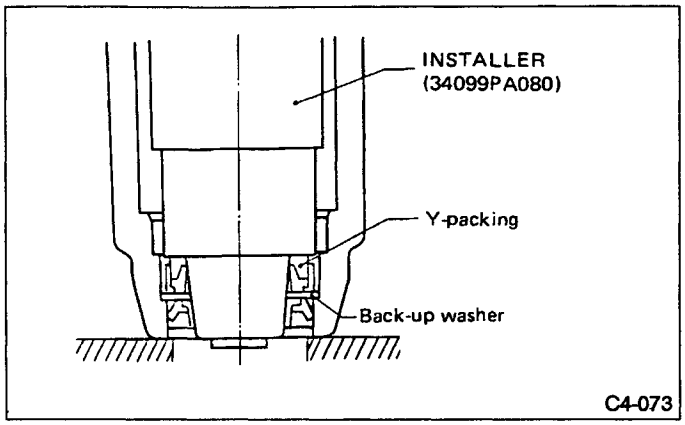

Fig. 127
(3) Using INSTALLER and press, install Y-packing and back-up washer in valve housing.
a. Face Y-packing in the direction shown in Figure 127 when installing.